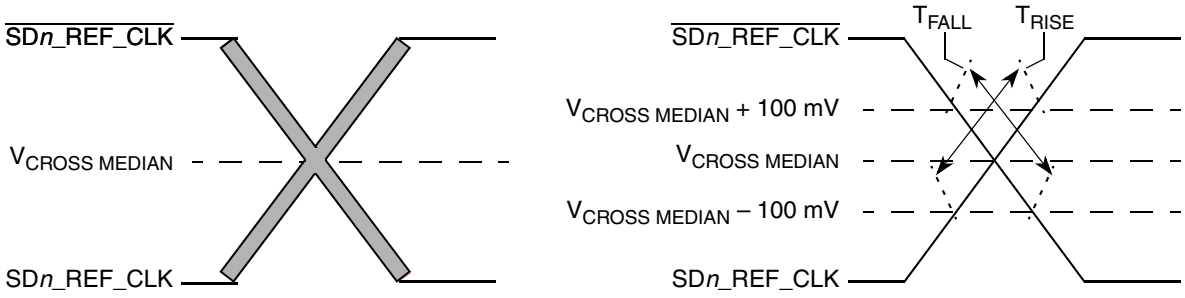

Figure 41. Single-ended measurement points for rise and fall time matching
6. Matching applies to rising edge for SD_REF_CLK*n* and falling edge rate for $\overline{\text{SD_REF_CLK}n}$. It is measured using a 200 mV window centered on the median cross point where SD_REF_CLK*n* rising meets $\overline{\text{SD_REF_CLK}n}$ falling. The median cross point is used to calculate the voltage thresholds that the oscilloscope uses for the edge rate calculations. The rise edge rate of SD_REF_CLK*n* should be compared to the fall edge rate of $\overline{\text{SD_REF_CLK}n}$, the maximum allowed difference should not exceed 20% of the slowest edge rate. See Figure 41.